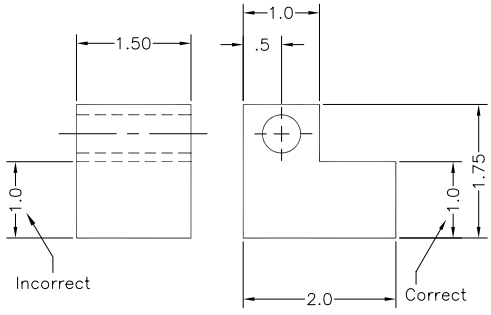

Figure 35-35 *Hidden lines not dimensioned*
9. You should not dimension the hidden lines. The dimension should be given where the feature is visible (Figure 35-35). However, in some complicated drawings, you might be justified to dimension a detail with a hidden line.